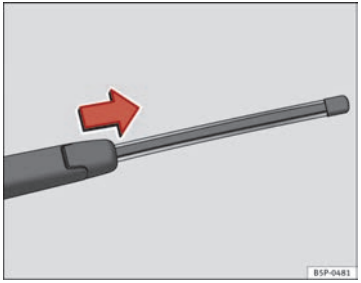

Abb. 172 Heckwischerblatt abnehmen
– Klappen Sie den Scheibenwischerarm von der Heckscheibe weg ⇒ Abb. 172.
– Schieben Sie den Wischerblattadapter in Pfeilrichtung und ziehen Sie das Wischerblatt ab ⇒ Abb. 172.